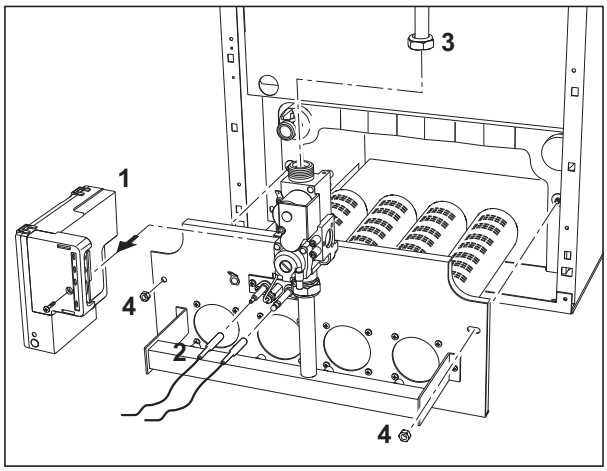

рис. 7
2. Снимите электронный блок управления **"1"** газовым клапаном (рис. 7);